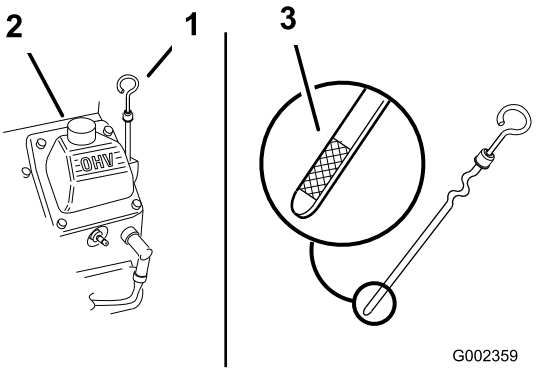

Figur 21
3. Gör rent omkring oljestickan (Figur 21) så att smuts inte kan falla ned i påfyllningshålet och orsaka motorskador.
4. Skruva loss oljestickan och torka ren änden (Figur 21).
5. Stick ned oljestickan så långt det går i påfyllningsröret, men skruva inte fast den (Figur 21).
6. Häll långsamt i cirka 80 % av den angivna oljan i påfyllningsröret (Figur 21).